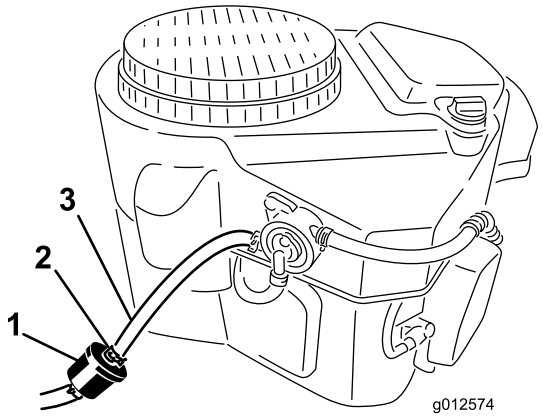

Figur 51
2. Gör rent runt bränslelocket så att det inte kommer in skräp i bränsletanken (Figur 51).
4. Kläm ihop ändarna på slangklämmorna och skjut bort dem från filtret (Figur 51).